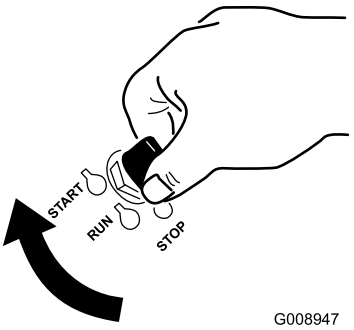

Figure 14
1. Tournez la clé de contact à la position de démarrage (Start) (Figure 14). Relâchez la clé quand le moteur démarre.
7. Tournez la clé de contact à la position de démarrage (Start) (Figure 14). Relâchez la clé quand le moteur démarre.